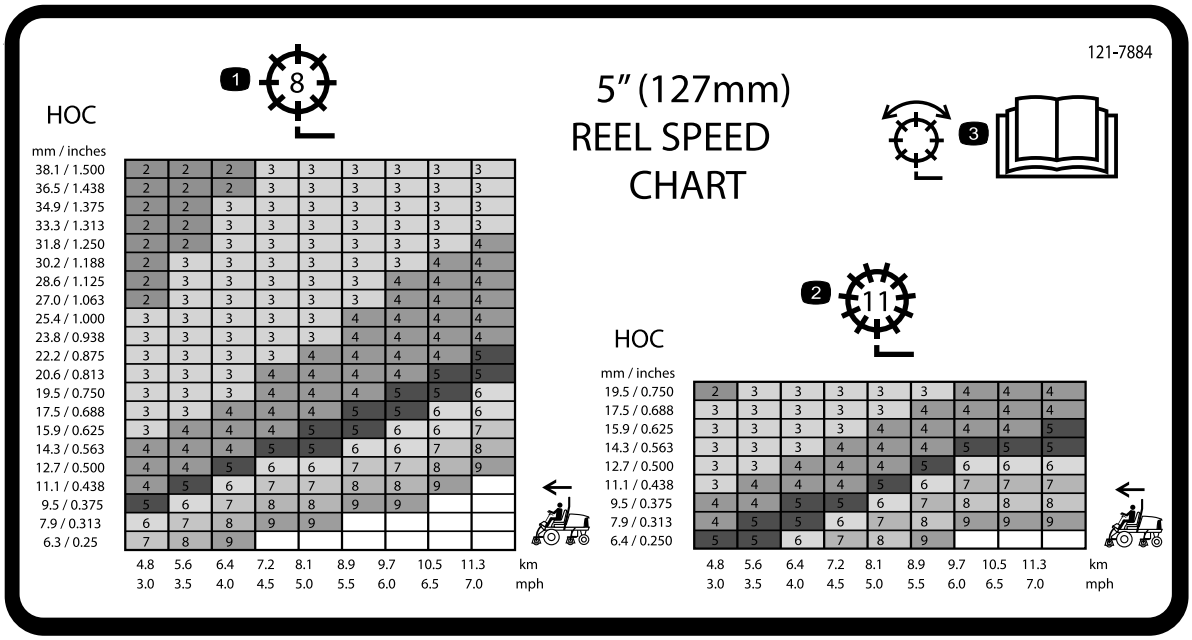
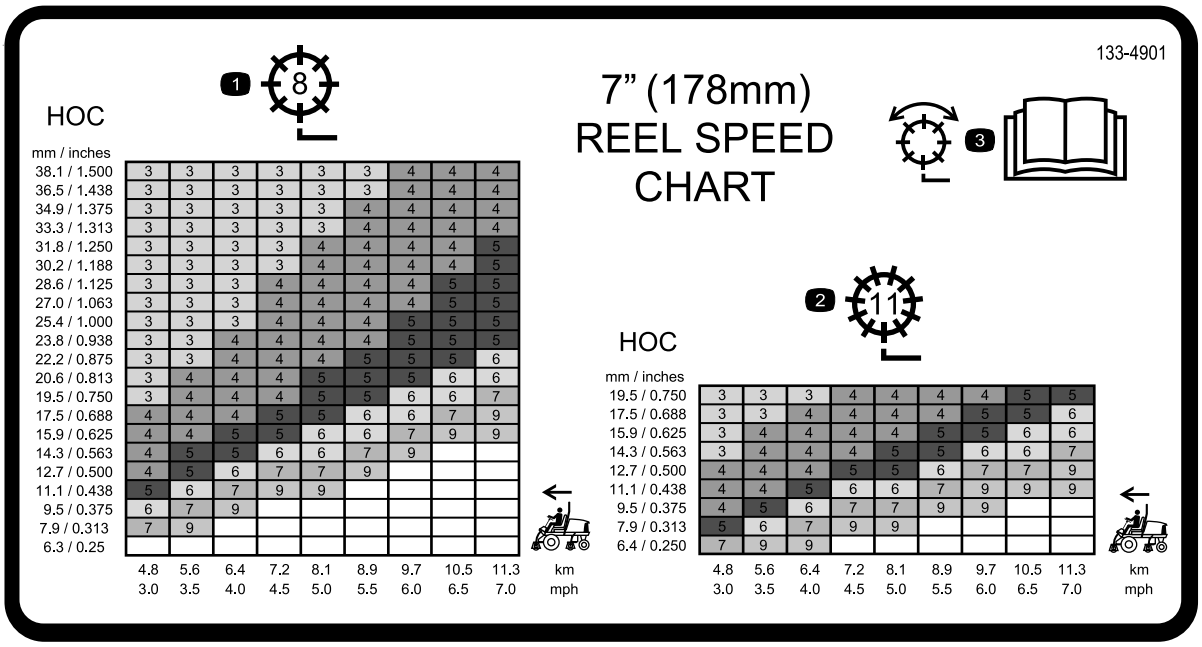

Figur 30
Figur 31
3. Bruk grafen på spolehastighetsdiagrammene (Figur 30 og Figur 31) for å fastsette korrekt spolehastighet.